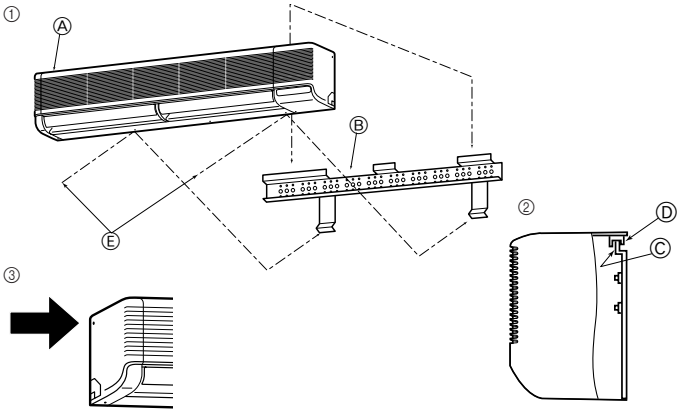

Fig. 3-10
3.3. Montage de l'appareil intérieur (Fig. 3-10)
① Veiller à bien suspendre les attaches métalliques de l'appareil intérieur au-dessus des crochets de la structure de montage mural.
② Lorsque le raccordement des tuyaux est terminé, utiliser les vis de fixation pour attacher l'appareil intérieur à la structure de montage mural.